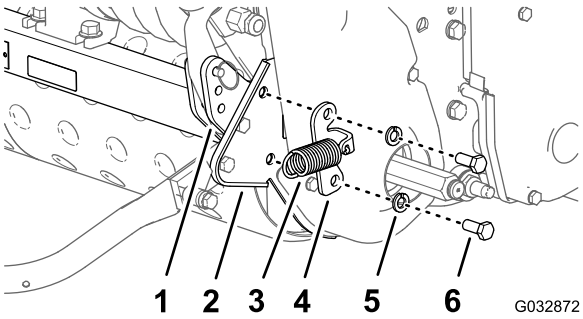

図 4
6. スプリングアンカーブラケットと右サイドプレートを機体の後フレームの外側パッドに固定しているボルト3/8 x 7/8 インチ2本とロックワッシャ3/8 インチ2枚を取り外す図 4。